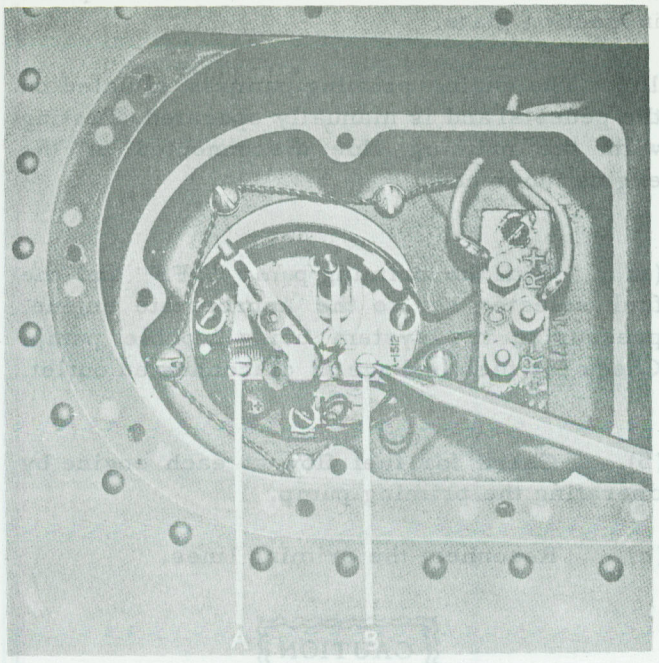

Figure 5-24 Liquidometer Adjustment
(1) Turn selector switch to the desired tank.
(2) Drain tank and let tank unit float rest on the bottom of the tank.
(3) Turn "empty" adjustment, Screw A, on the tank unit rheostat (Figure 5-24) until the indicator in the cockpit reads "O".
(1) Raise the tank-unit float until it rests lightly against the top of the tank. (The float can be reached through the tank filler neck).
(2) Turn the "full" adjustment, Screw B, (Figure 5-24) until the fuel-level gauge pointer rests above the "10" mark by a distance equal to the width of the mark. The pointer is not set directly on the "10" mark because of the difference encountered in raising the float by hand and the natural rise of the float in the tank.
(1) Raise the float until its centreline is 1 1/2 inches from the top of the tank.
(2) Turn the "full" adjustment, Screw B (Figure 5-24) until the gauge pointer rests on